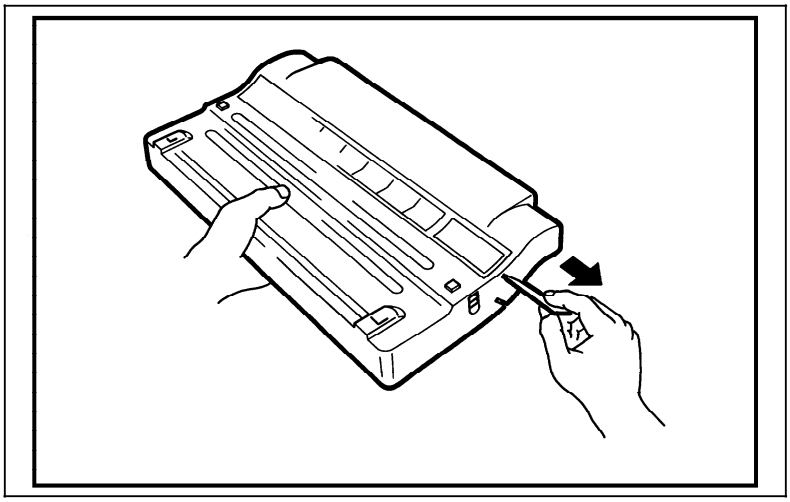

Figure 5-29. Pulling Out the Toner Seal
Step 3. Holding the toner cartridge securely, firmly pull the toner seal (green tab labeled “3”) straight out away from the cartridge, as indicated in Figure 5-29. The toner seal is a ribbon of clear tape that runs the length of